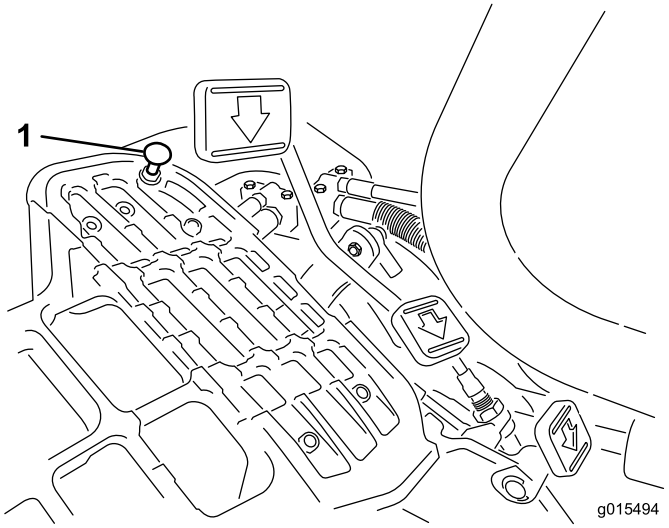

Figur 54
Tryk traktionspedalen ned. Hvis pedalen når stoppet (Figur 54), før stramning mærkes på kablet, er det nødvendigt med justering:
1. Løsn de låsemøtrikker på flangehovedet, der fastgør pedalstoppet til gulvpladen (Figur 54).